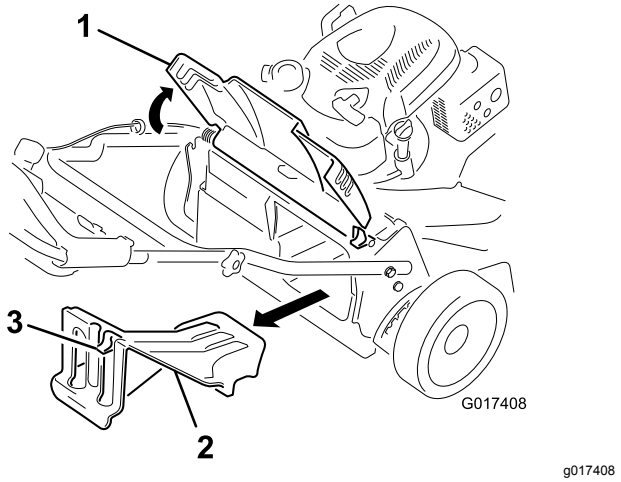

Rysunek 26
1. Podnieś i przytrzymaj w górze drzwi tylne (Rysunek 26).
2. Zdemontuj zaślepkę wyrzutu do tyłu, pociągając kciukiem zatrzask w dół i wyciągając zaślepkę z maszyny (Rysunek 26).